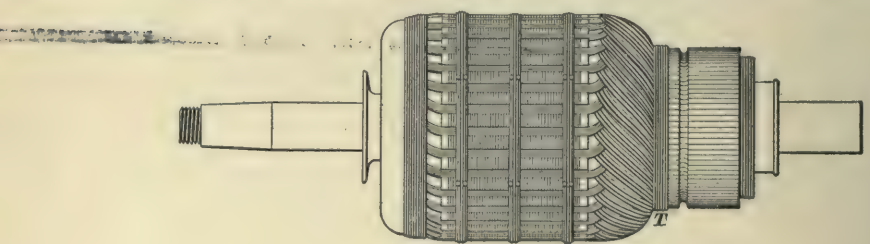
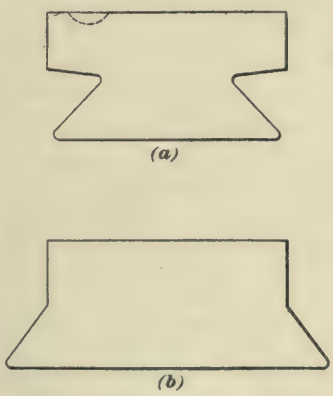

FIG. 3.
FIG. 4.
**4. The No. 20 Armature.**—The No. 20 armature, Fig. 3, is of the well known series-connected drum type, but it has several unique features, among which are the connection of its leads, the dimensions of its bearings, and the method of mounting the commutator on the shaft. These points will be taken up later. The core is well ventilated and is built up of plates of soft Swedish iron well japanned, to stop local currents in the core. The plates are secured between steel
The commutator is of the undercut bar type. In Fig. 4, (*a*) shows an undercut bar, and (*b*) a bar that is not undercut. An ear is formed by turning a groove in the commutator; the ears are milled to receive the armature-coil leads, whose ends are tinned, as are the slots in the ears, and tightly driven into the slot and then swaged to secure good electrical contact. Both the slots and the ends of the leads are tinned to prevent corrosion, but the leads are not soldered in, as they are on other modern makes of armatures. This was a very bold departure from the time-tried custom, and everybody said it would not work, but, strange to say, it does work and saves considerable labor and material. After being driven home in the slots, the leads are held down with a heavy twine band, shown at *T*, Fig. 3. Another ingenious